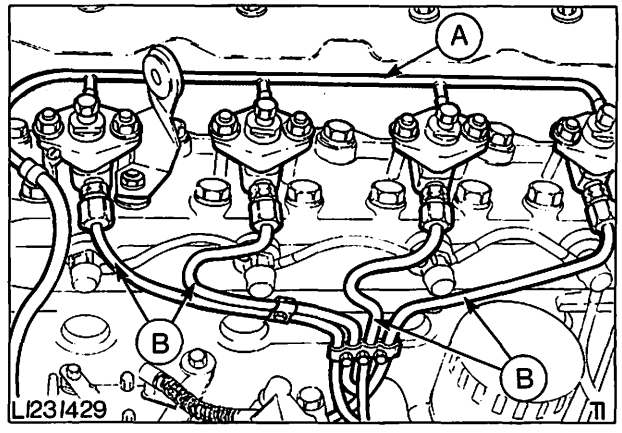

Abb. 49 Einspritzdüsen im Motor eingebaut
4. Vier Schrauben entfernen und Leckölleitung von Einspritzdüsen abnehmen (siehe Abb. 49).